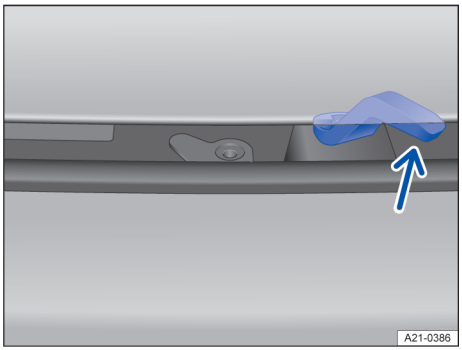

Fig. 192 Au-dessus de la grille de calandre : levier de commande du capot avant
3. Soulevez légèrement le capot avant et poussez simultanément le levier de commande dans le sens de la flèche → fig. 192 pour ouvrir complètement le capot avant.